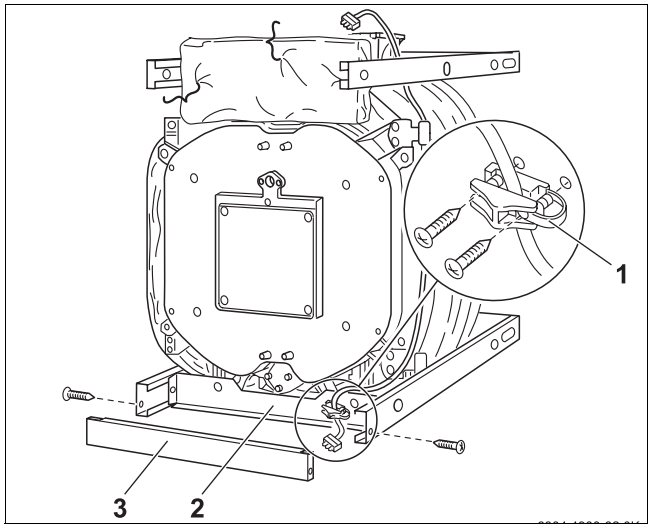

Bild 43 Zugentlastung Brennerkabel und Sockelblenden montieren
- Zugentlastung für das Brennerkabel, je nach Türanschlag links oder rechts, auf der unteren Quertraverse anschrauben (→ Bild 43 – für Brennertüranschlag rechts).